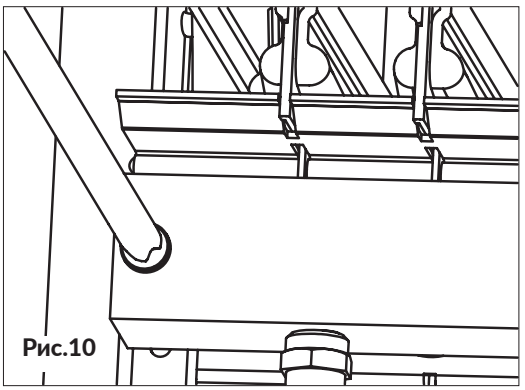

Рис.10
- открутить винты крепления диффузора (рис. 10)